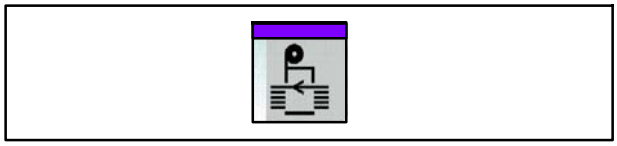

Fig. 75 Touche Mode couplé
26. Rendre FoilStar opérationnel en appuyant sur la touche Mode couplé (Fig. 75)